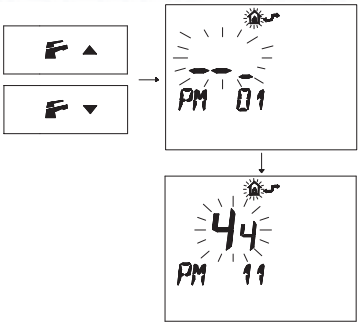

Fig. 7.33
- Press buttons ▼ or ▲ to display the **"PM11"** program of the pump post-circulation (Fig. 7.33).